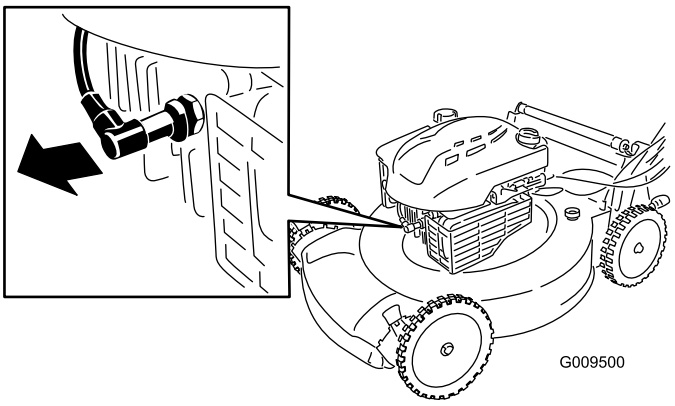

Figur 22
2. Koble fra tennpluggledningen fra tennpluggen (Figur 22) før du utfører vedlikeholdsprosedyrer .